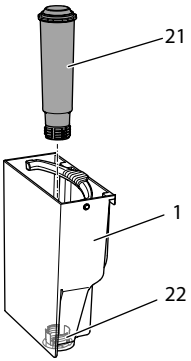

Fig. 15: Montaggio e smontaggio del filtro dell'acqua
- Rimuovere il filtro dell'acqua (vedere Fig. 15 a pagina 125).
9. Installare un filtro nuovo nel serbatoio dell'acqua (vedere *Fig. 15)*.
3. Rimuovere il filtro dell'acqua (vedere *Fig. 15)*.